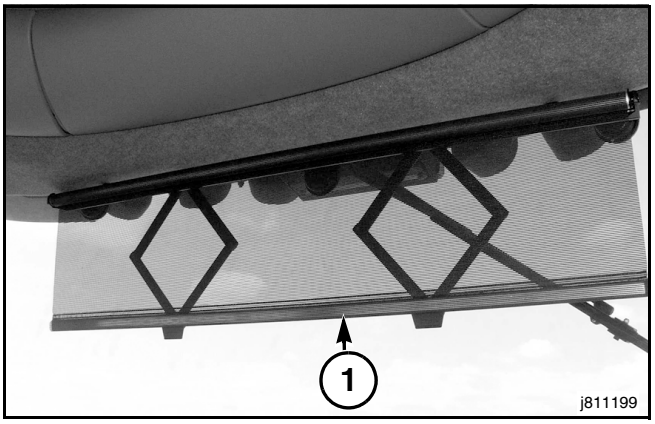

Рис. 37
Рис. 37: В предложении производителя имеются убирающиеся солнцезащитные щитки (1) для переднего, заднего, правого окон и для двери кабины. Убирающиеся солнцезащитные щитки опускаются для ослабления интенсивности солнечного света. Уберите щиток, отведя его вверх.